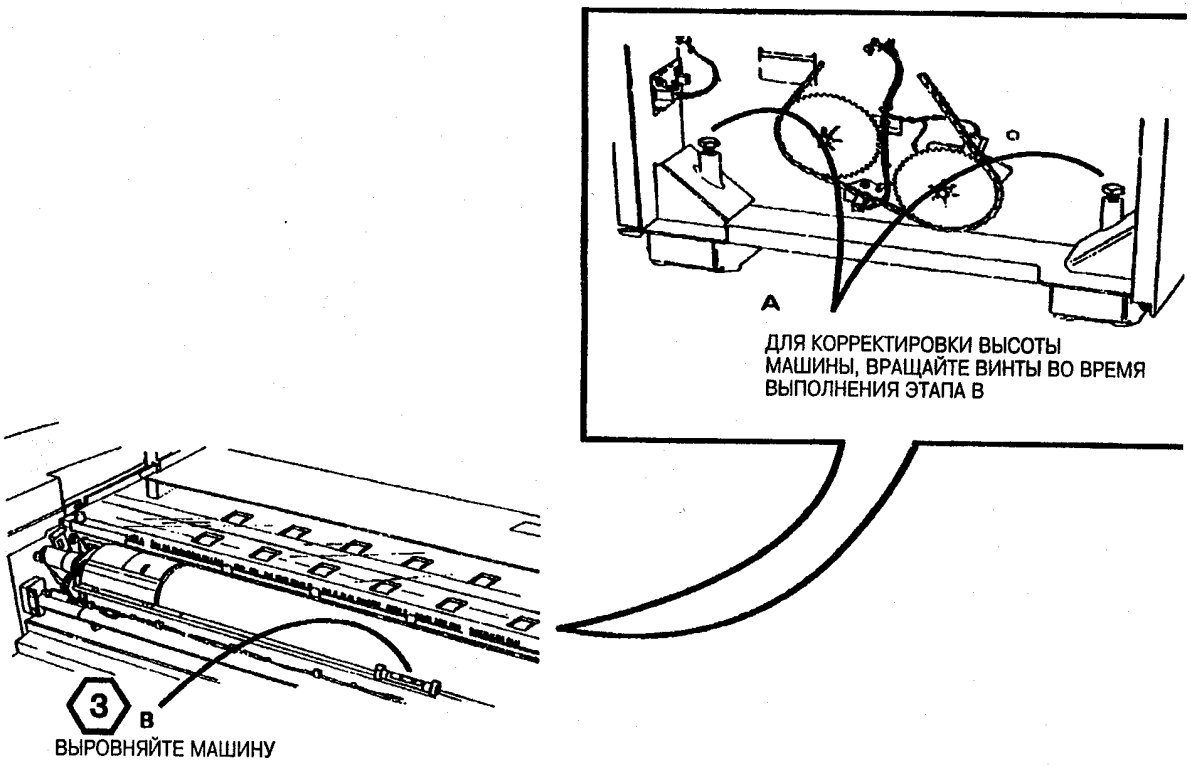

Рис. 4. Отрегулируйте уровень от одной до другой стороны
3. (Рис. 4): Отрегулируйте уровень от одной
3. (Рис. 4): Отрегулируйте уровень от одной до другой стороны.